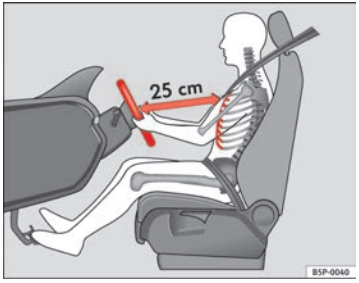

Fig. 137 Proper sitting position for driver
– Adjust the steering wheel until the correct position is set ⇒ fig. 137.
- **Adjust the driver seat or steering wheel so that there is a distance of at least 25 cm between the steering wheel and your chest ⇒ page 172, fig. 137. If you fail to observe the minimum distance, the airbag will not protect you. Risk of fatal injury.**